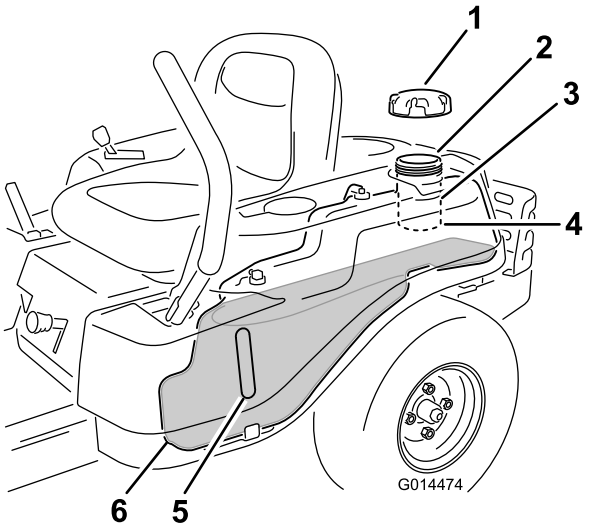

Figur 10
Obs: Du kan använda bränslefönstret för att kontrollera om det finns bensin innan du fyller på tanken (Figur 10).
2. Tillsätt **långsamt** blyfri regularbensin tills bränslet når påfyllningsrörets nedersta del (Figur 10).